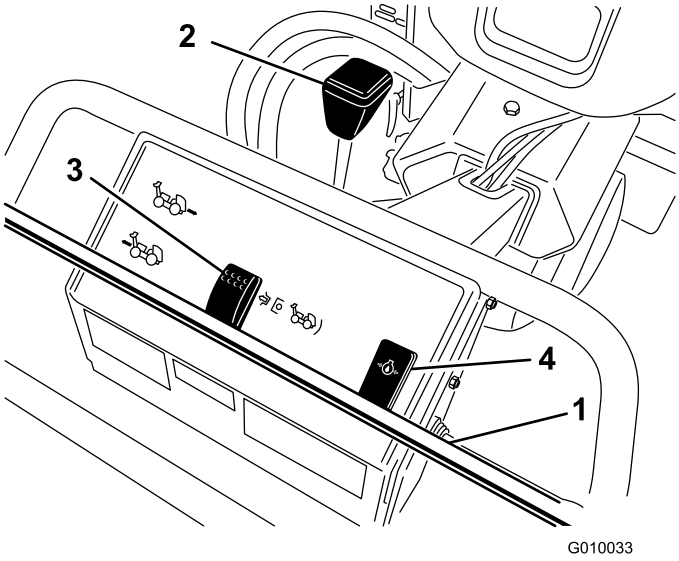

**Figur 12**
Flytta rörelsereglaget framåt för att köra framåt. Flytta rörelsereglaget bakåt för att köra bakåt (Figur 12).
Lägg i parkeringsbromsen genom att dra spaken mot motorn. Flytta spaken framåt för att frigöra parkeringsbromsen (Figur 12).
Oljetryckslampan (Figur 12) tänds när oljetrycket i motorn sjunker till en farligt låg nivå. Om lågt oljetryck skulle uppstå, ska du stanna motorn och fastställa orsaken. Reparera skadan innan du startar motorn igen.
**Höja** – Tryck högst upp på knappen (Figur 12) för att höja luftarhuvudet. Motorn måste vara igång för att skapa lyfttryck. Läs mer i avsnittet Återställa systemets strömkrets om luftarhuvudet är beläget under transporthöjden.
**Sänka/Aktivera** – Tryck på den nedre delen av knappen (Figur 12) för att sänka och aktivera luftarhuvudet. Rörelsereglaget måste vara i framåtläget för att knappen ska aktiveras.